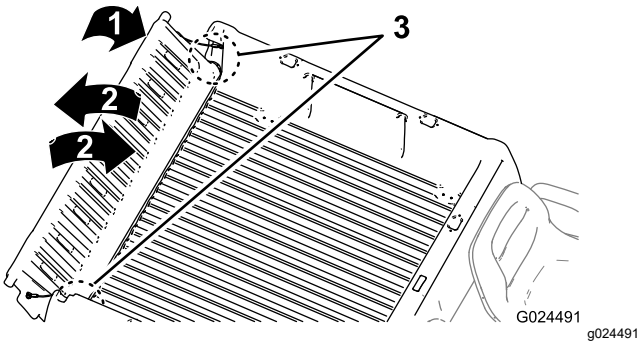

Figur 15
2. Drej bagklappen til en position på cirka 45° (Figur 15).
3. Drej bagklappen frem og tilbage flere gange med en kort, vibrerende bevægelse (Figur 15).